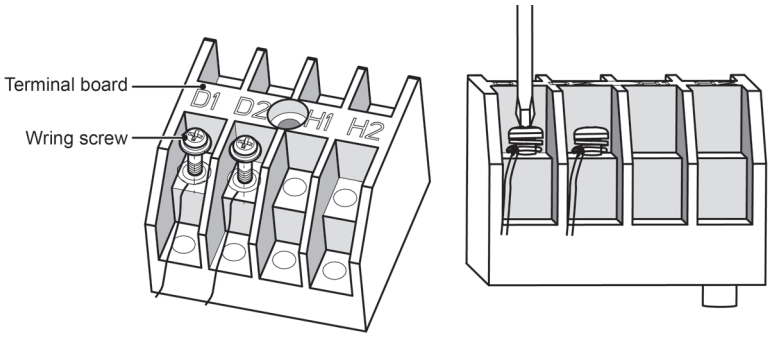

Fig.4.21
(1) Detach the electric box lid of Hydro Box.
(2) Let the Communication cable pass through the wiring through-holes.
(3) Connect the communication wire to terminal D1 and D2 of Hydro Box 4-bit wiring board, as shown in Fig.4.21.
(4) Fix the communication cable with clamp of electric box.